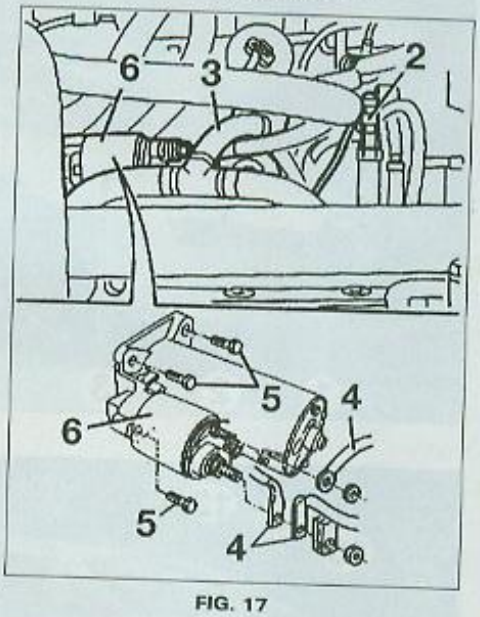

FIG. 17
- Débrancher le fil électrique (2) (Fig.17).